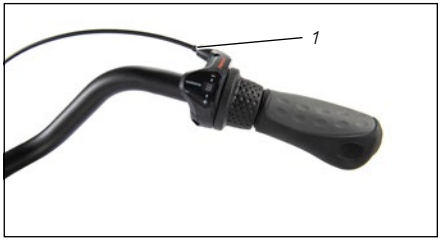
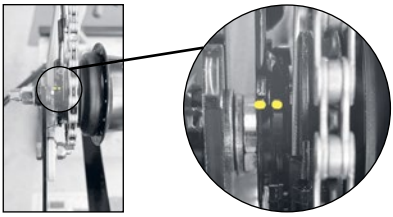

Fig. :52
Fig. :54
- Tournez la vis de réglage sur la poignée du guidon *(voir « Fig. :52 »)* vers la droite ou la gauche jusqu'à ce que le repère jaune se situe exactement entre les lignes de délimitation.
3. Tournez la vis de réglage sur la poignée du guidon *(voir « Fig. :52 »)* vers la droite ou la gauche jusqu'à ce que les repères au niveau de la fenêtre du moyeu de la roue arrière *(« Fig. :54 »)* soient parfaitement alignés.